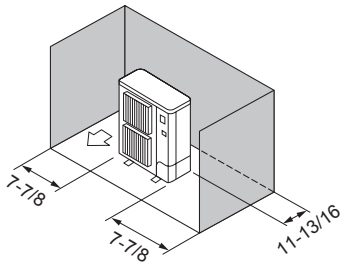

Fig. 2-7
③ Obstacles à l'arrière et sur les côtés (Fig. 2-7)